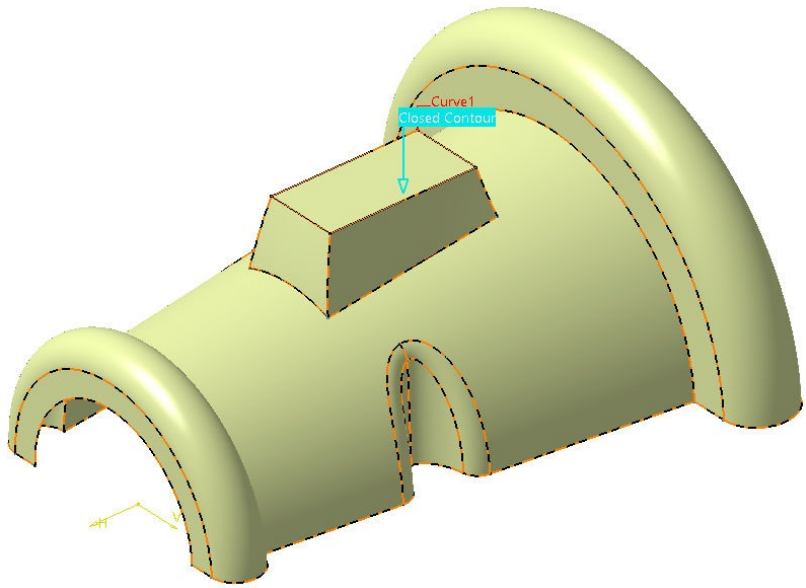

Figure 18-99 *Resultant planar surface*
3. Choose the **OK** button from the **Fill Surface Definition** dialog box to create the fill surface as shown in Figure 18-99.